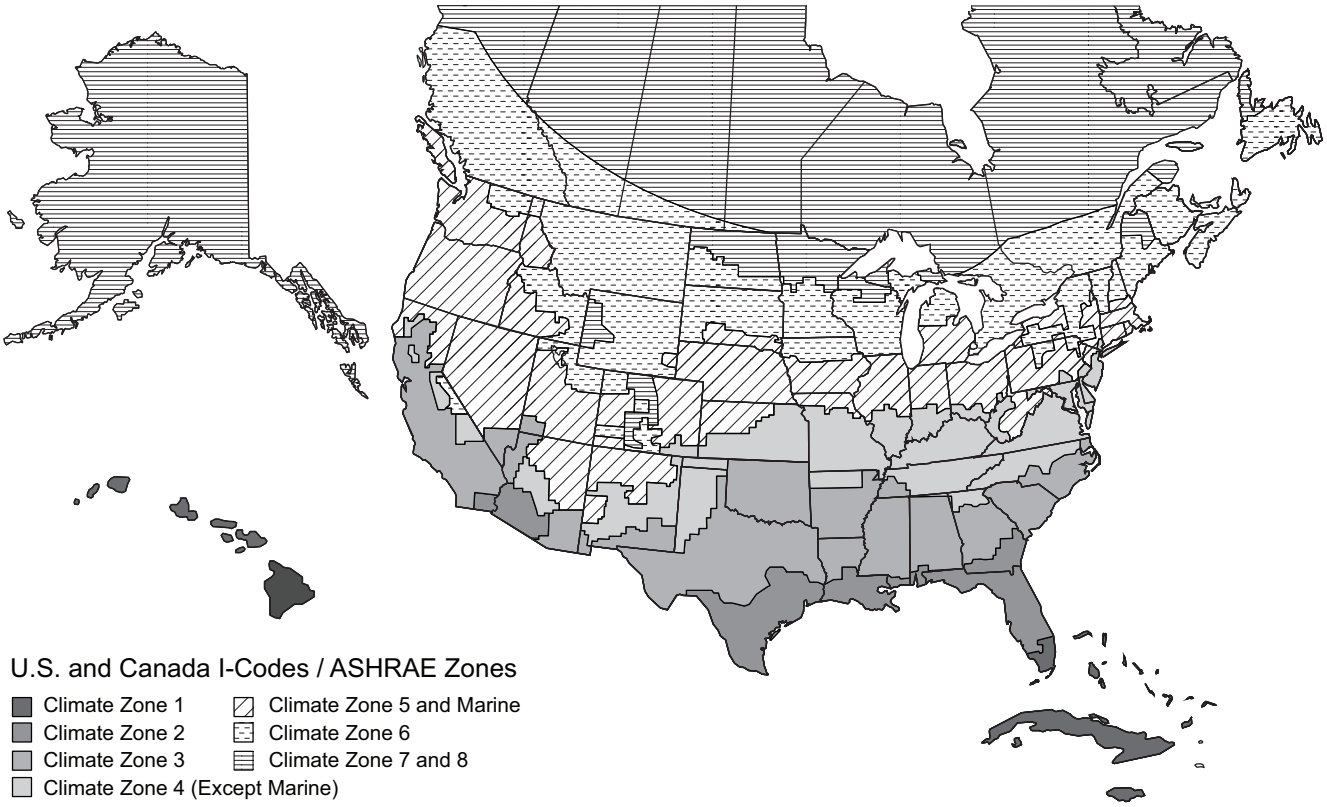

Fig. 65 — U.S. and Canada Climate Zones
a. See Fig. 65 for map of U.S. and Canada climate zones.